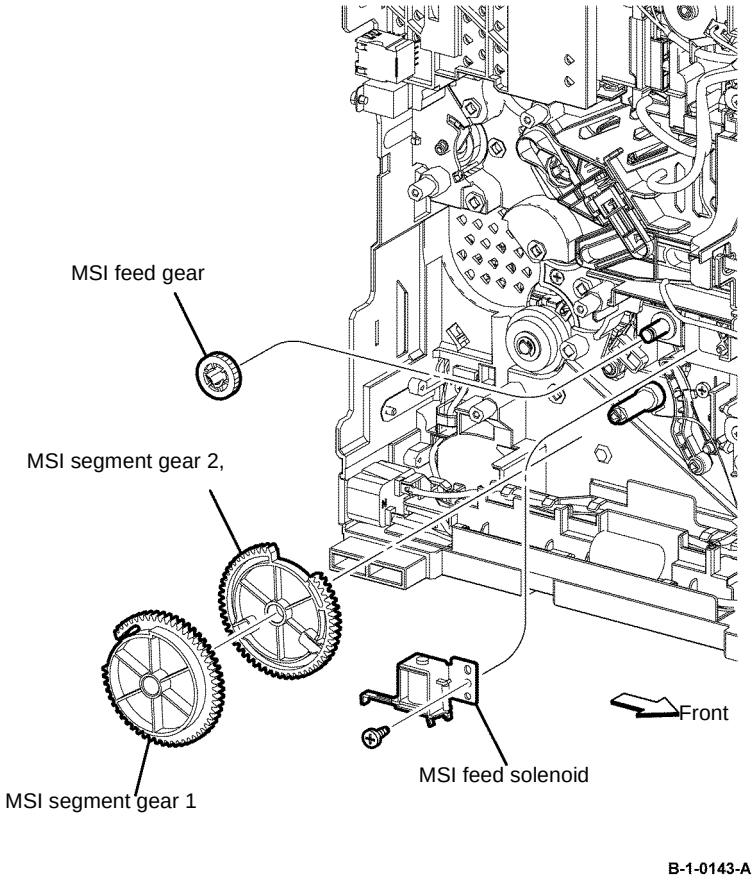

Figure 2 MSI feed solenoid, segment and MSI feed gears removal
18. Remove one screw (silver, tapping, 8mm), then remove the MSI feed solenoid, Figure 2.
19. Remove the MSI segment gear 1, MSI segment gear 2, and MSI feed gear, Figure 2.